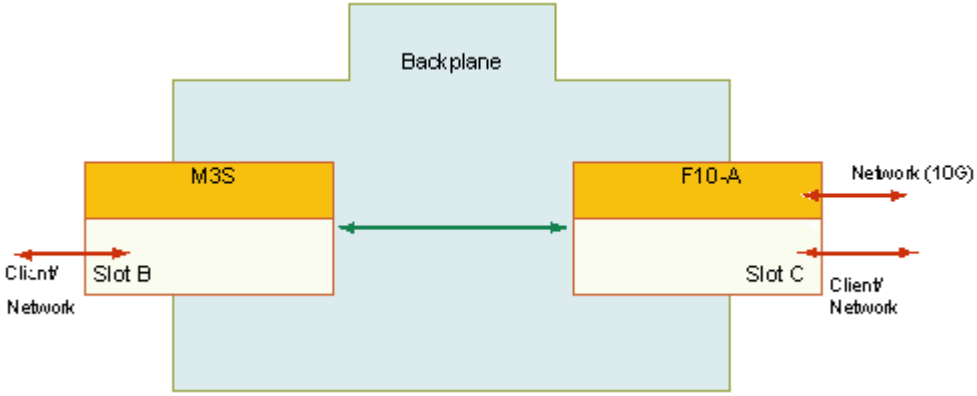

Figure 453 CN 4200 MC block diagram
- The smaller CN 4200 MC, which is intended for more focused site service requirements, has two line card slots (Figure 453 on page 1197.)